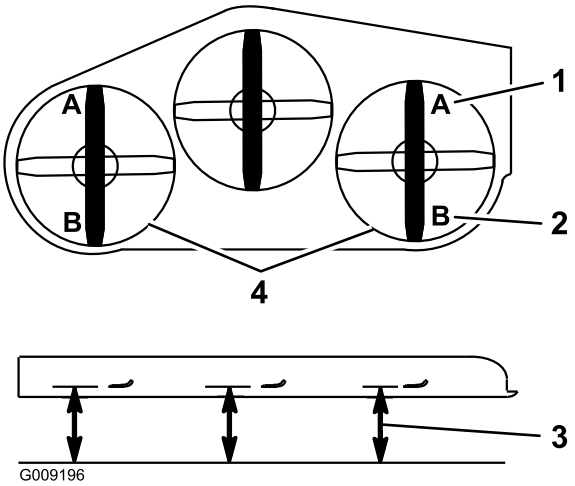

**Figure 85**
9. On both sides of the deck, measure from the level surface to the front tip of the blade (Postion A). The measurement should read 7.6 mm (3 inches) (Figure 85).
15. On both sides of the deck, measure from the level surface to the back tip of the blade (Postion B). The measurement should read 8.3 cm (3 1/4 inches) (Figure 85).